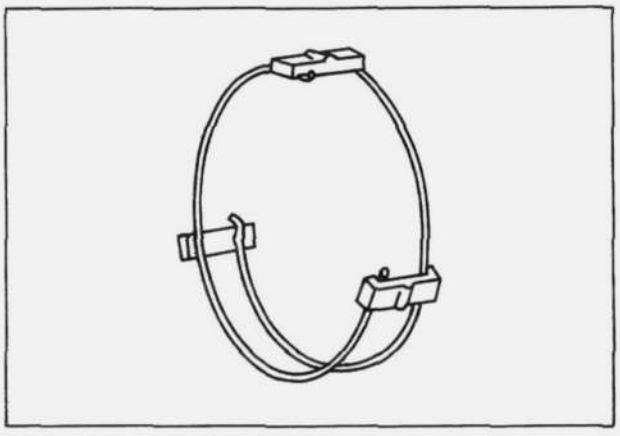

Fig. 7A–12 Installing of key springs
1. Assemble the third-and-top synchronizer mechanism by installing the clutch hub onto the sleeve, placing the three synchronizer keys into the clutch hub key slots and installing the key springs onto the clutch hub. When installing the key springs, the open ends of the springs should be **kept 120° apart** as shown in Fig. 7A–12, so that the spring tension on each key will be uniform